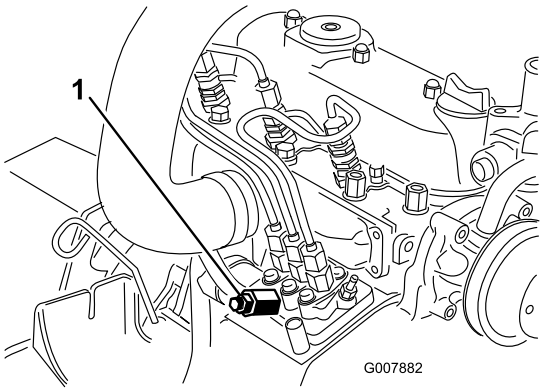

**Figur 43**
3. Lägg en trasa under insprutningspumpens avluftarskruv och öppna skruven (Figur 43).